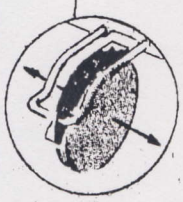

FIG 41
2. Check that the sprocket wheel is placed in the centre of the slot in the main housing. See Fig. 41.